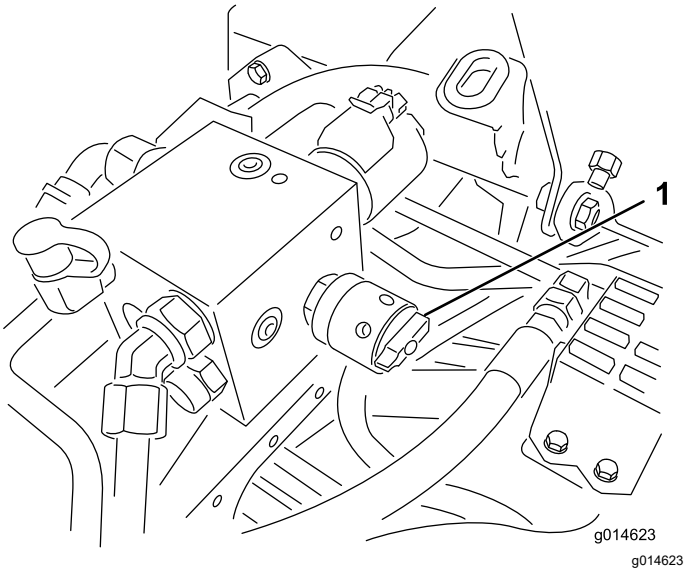

Figure 54
6. Tournez la commande de vitesse des cylindres à la position 1 (Figure 54).
4. Pour régler la vitesse des cylindres, tournez le bouton (Figure 54) jusqu'à ce que les flèches soient en face de la valeur déterminée à l'opération 3.